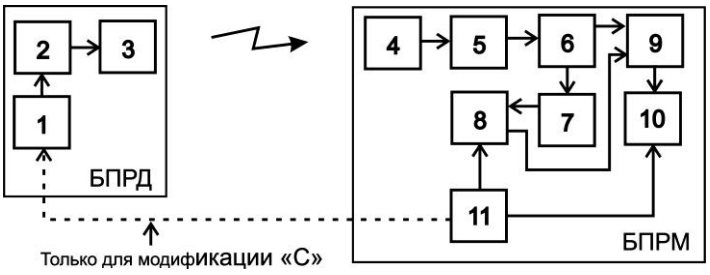

Рис. 6.5
6.2.1 Управляемый генератор 1 (см. рис. 6.5) вырабатывает импульсную последовательность определенной скважности. Под действием импульсов с генератора 1, модулятор 2 формирует последовательность СВЧ-радиоимпульсов, которые поступают на передающую антенну 3. Передающая антенна 3 излучает СВЧ-радиоимпульсы в направлении приемной антенны 4. Образовавшееся между передающей 3 и приемной 4 антеннами электромагнитное поле является источником полезных сигналов для обнаружения объектов, пересекающих данное электромагнитное поле. С выхода приемной антенны СВЧ-радиоимпульсы поступают на вход, детектора 5 и далее на усилитель 6 с первого выхода которого сигнал поступает на вход компаратора 7, информирующего узел управления 8 о наличии на выходе усилителя 6 импульсов. Под управлением элемента 11, ключ 9 пропускает